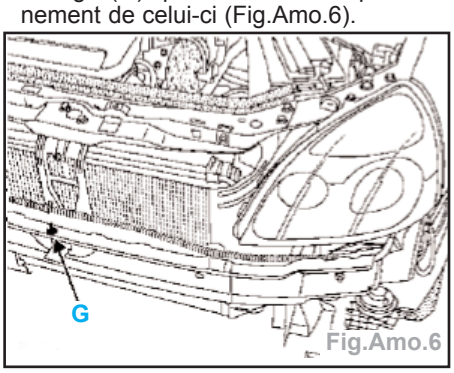

Fig.Amo.6
Nota : Avant de présenter le bouclier, s'assurer de la présence du guide d'indexage (G) qui assure le bon positionnement de celui-ci (Fig.Amo.6).